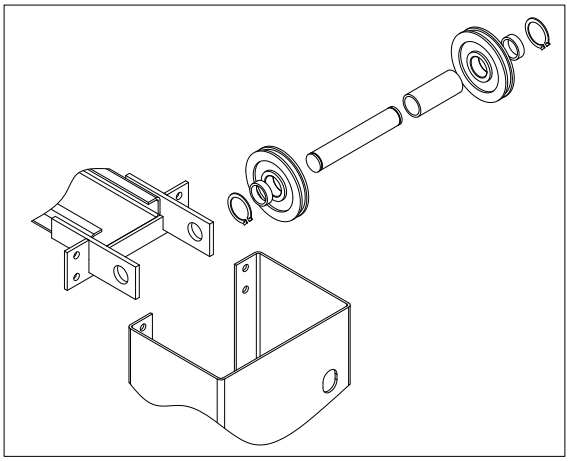

Fig. 34
• Collegare le traverse alle due colonne secondo la Fig. 34. Il finecorsa si trova all'interno della colonna principale.